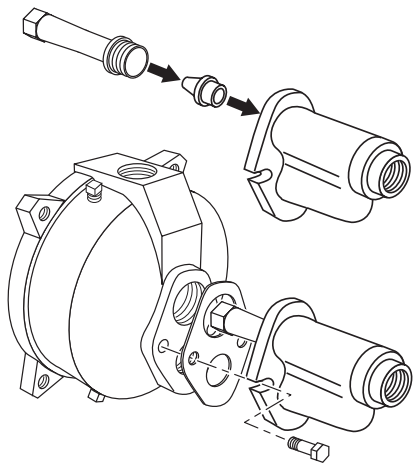

Figura 3 - Monte el eyector - pozo poco profundo
3. Instale el juego del eyector. Siga las instrucciones que vienen incluidas en el kit. Asegúrese de alinear el venturi con el orificio superior en la parte frontal de la bomba (vea la Figura 3).